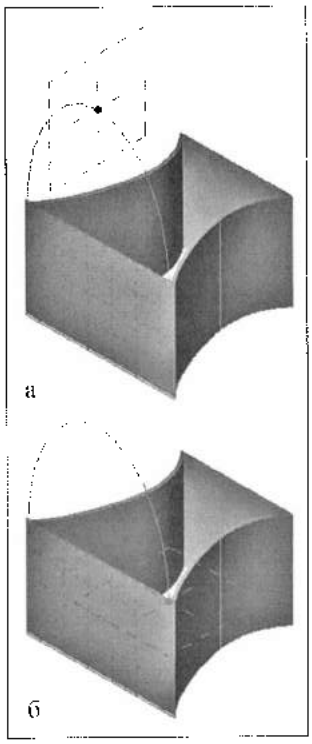

Рис. 17.21. *Построение траектории*
3. Создать траекторию сдвига (рис. 17.21):